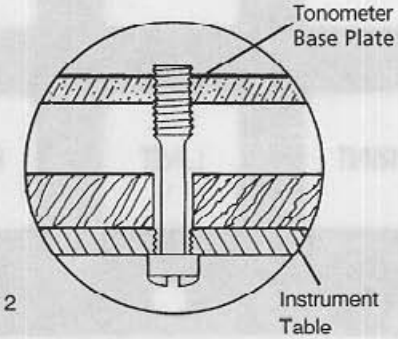

Figure 2
1. Check to see that the power switch (18) is in the "OFF" position. Position the XPERT NCT *PLUS* on the middle of the table so the video screen is over the single leg.
3. Feed the screws supplied with the table from the underside of the table into the base plate of the instrument (See Figure 2).